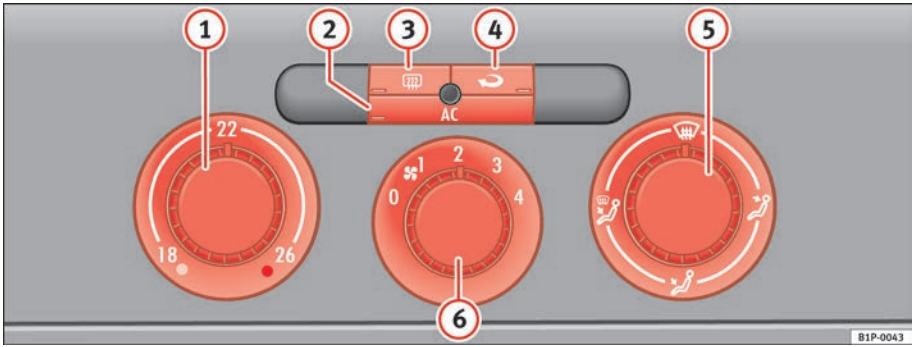

Fig. 106 On the dash panel: Climate controls
– Using the controls ⇒ fig. 106 (1) and (5) and the control (6) you can set the temperature, air distribution, and the air flow.
– To switch a function on or off, press the appropriate button (2), (3) or (4). When the function is activated, the display window in the lower left of the button is lit.
(1) Temperature selector ⇒ page 140
(2) Button AC – cooling system on/off ⇒ page 140
(3) Button – Rear window heating. The heating will be switched off automatically approximately *20 minutes* after switching on. It can also be switched off beforehand by pushing the button
(4) Button – Air recirculation mode ⇒ page 141
(5) Air distribution control ⇒ page 140
(6) Blower switch. There are four speed settings for the air flow. The air flow should always be set at the lowest speed when driving slowly
– Switch on the air conditioner using the button ⇒ page 139, fig. 106 AC.